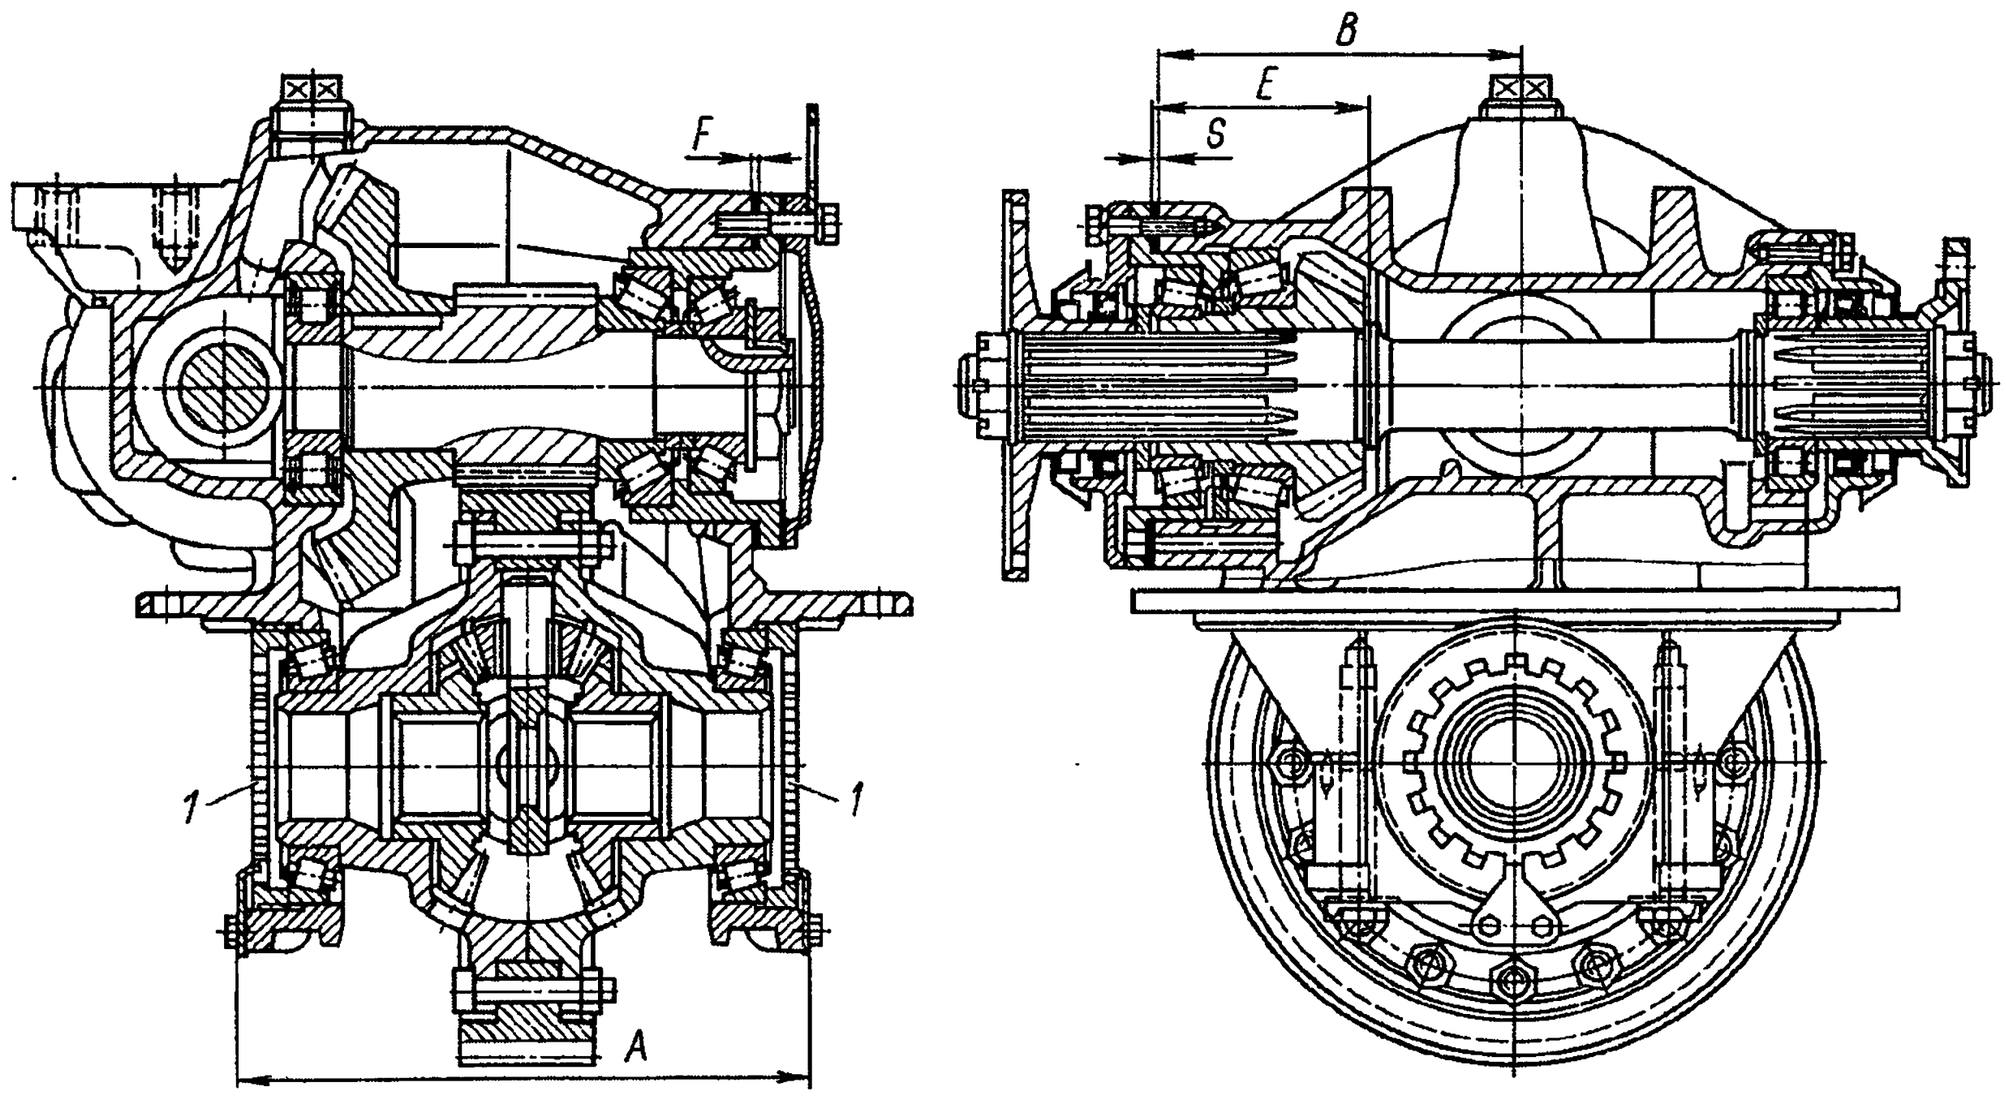

Рис. 234. Передача главная промежуточного моста:
48. Определите толщину пакета регулировочных прокладок *S* (рис. 234), устанавливаемых между фланцем стакана подшипников ведущего конического зубчатого колеса и картером главной передачи. Толщина пакета регулировочных прокладок определяется по формуле: $S=(81+\text{поправка})+E-B$, где *E* — действительный размер от торца ведущего конического зубчатого колеса до фланца стакана; *B* — действительный размер главной передачи от переднего торца до оси ведомого конического зубчатого колеса; поправка равна 0,3 мм	—
60 Замерьте размер *F* (см. рис. 234) между картером и фланцем стакана подшипников ведущего цилиндрического зубчатого колеса при беззазорном зацеплении конических зубчатых колес. Определите толщину пакета регулировочных прокладок по формуле: $S=F+D$; где $D=0{,}317—0{,}555$ мм — толщина пакета регулировочных прокладок, равная осевому смещению ведомого конического зубчатого колеса для компенсации бокового зазора в зацеплении зубчатых колес	—
— последовательно и равномерно затяните обе регулировочные гайки *1* (см. рис. 234) до увеличения расстояния *А* между крышками подшипников дифференциала на 0,1—0,15 мм (расстояние замеряйте между площадками для стопоров гаек);